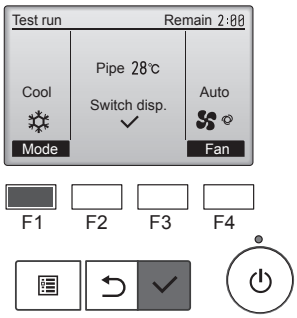

Fig. 7-5
① Press the F1 button to go through the operation modes in the order of “Cool” and “Heat”. (Fig. 7-5)